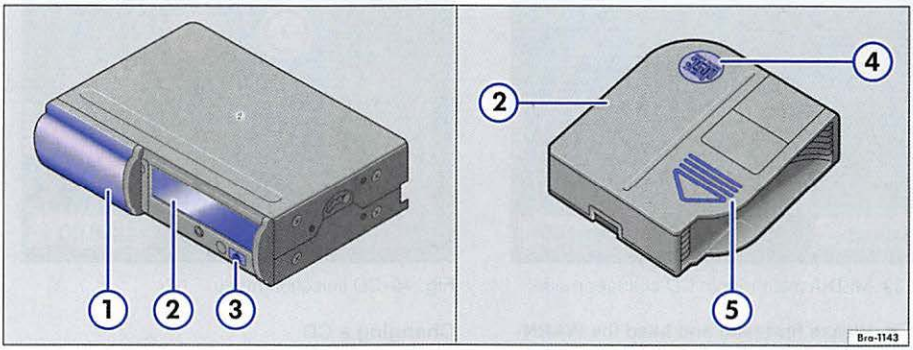

Fig. 37 CD changer and CD magazine.
- Slide the magazine cover ⇒ fig. 37 ① completely open in order to expose the magazine.
- Press the button ③ for magazine removal and remove the magazine ②.
- In order to insert the magazine ② again, insert and push the magazine as far as it will go with the label "disc" ④ facing upwards and in the direction of the arrows ⑤.
- Close the magazine cover ① completely in order to prevent dust and dirt from entering.